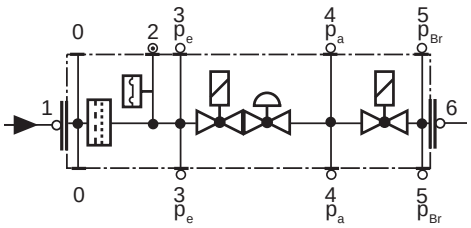

Fig. 32
- Pulire o sostituire il filtro se la differenza di pressione fra i punti 1 e 3 (Fig. 32) è $\Delta p > 10$ mbar.
- Pulire o sostituire il filtro se la differenza di pressione fra i punti 1 e 3 (Fig. 32) risulta raddoppiata dall'ultimo controllo.